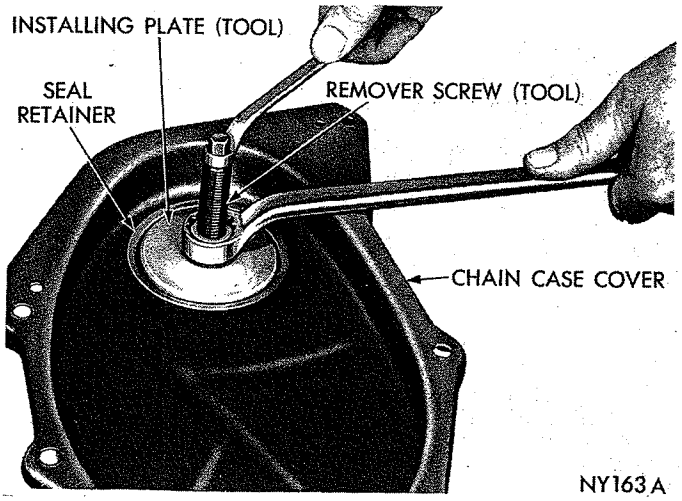

*Fig. 26—Installing New Seal (Tool C-3506)*
(4) Install flat washer and nut on the remover screw; hold screw and tighten nut (Fig. 26).